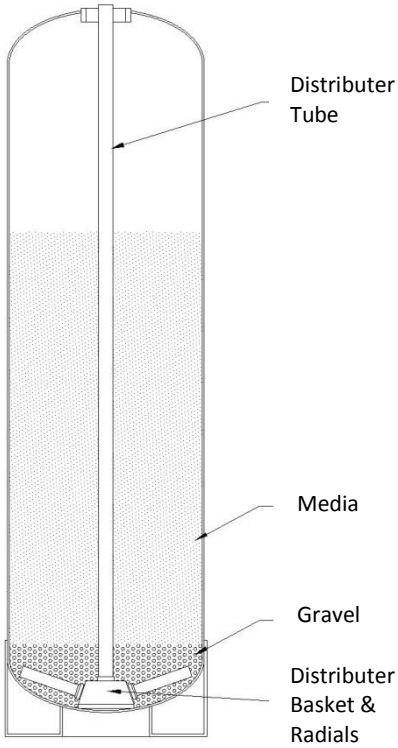

Figure 10: Resin Tank Diagram
J. Tighten the control valve onto the tank to the point that it is snug. The finished tank is shown in Figure 10. Double check that the valve is in a correct position to be able to install the plumbing.